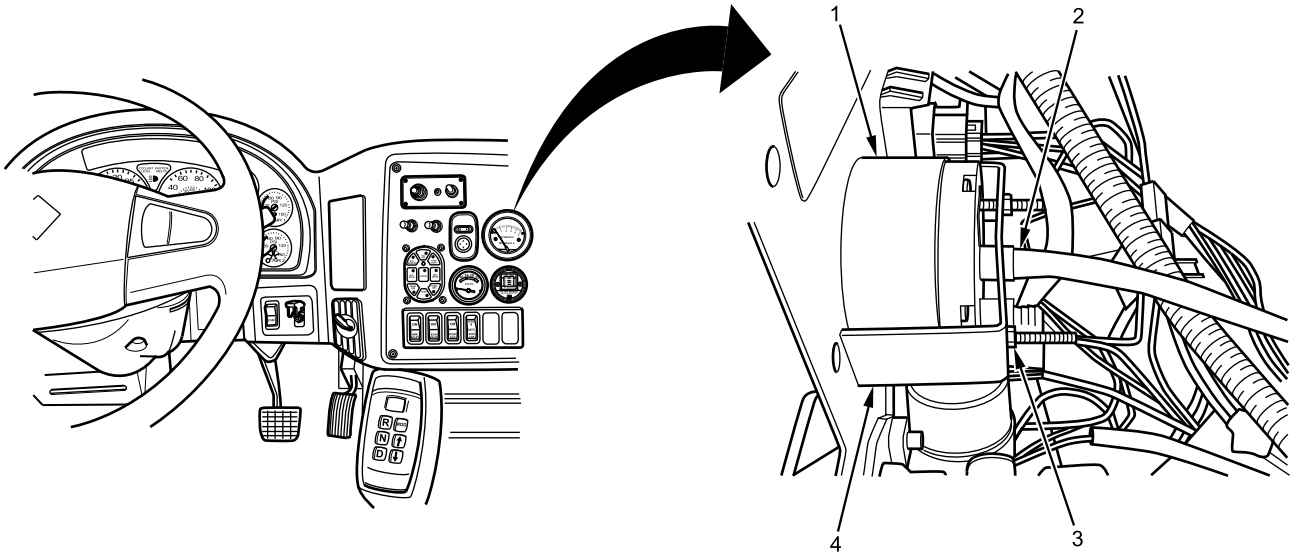

Figure 1. NBC Gauge.
1. Remove hose (Figure 1, Item 2) from fitting at rear of NBC gauge (Figure 1, Item 1).
2. Remove two nuts (Figure 1, Item 3) at rear of gauge (Figure 1, Item 1).
3. Remove retainer (Figure 1, Item 4).